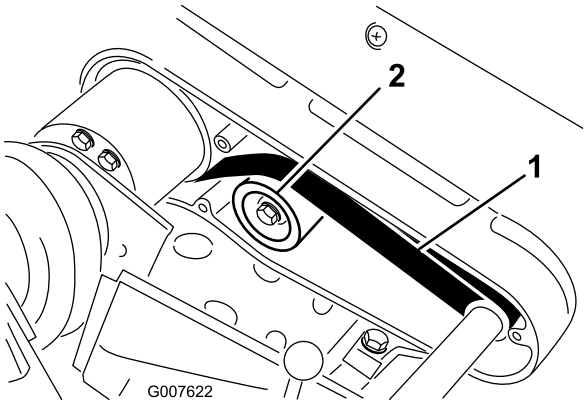

Figuur 39
2. Controleer de spanning door de riem midden tussen de poelies (Figuur 39) in te drukken met een kracht van ongeveer 22-26 N De riem moet een speling van 6 mm hebben.
A. Maak de montagemoer van de spanpoelie los en draai de spanpoelie rechtsom tegen de achterzijde van de riem totdat de riem de vereiste spanning heeft (Figuur 39).